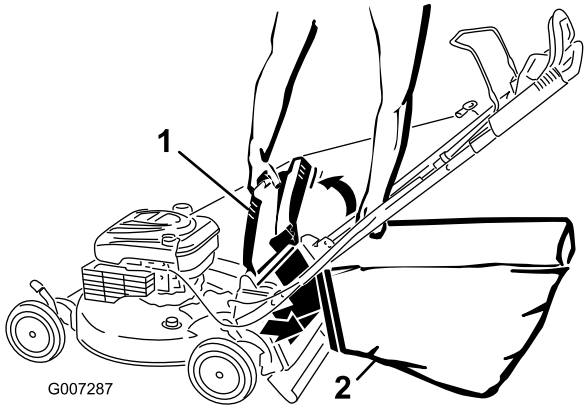

Figuur 24
4. Hang de bovenrand van de voorzijde van de vanger aan de inkepingen (Figuur 24).